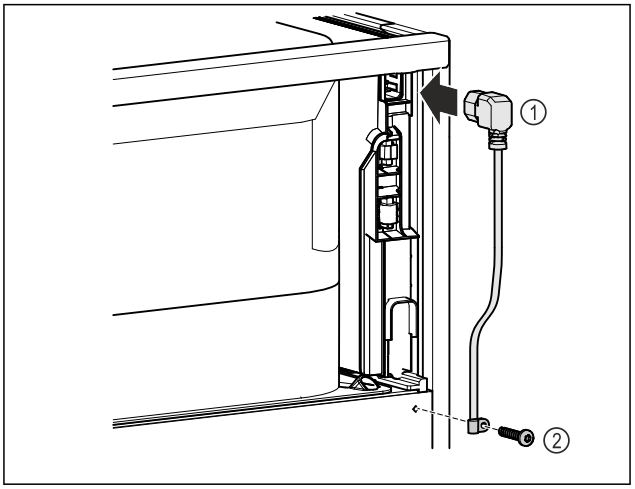

Fig. 7
▶ Netsnoer *Fig. 7 (1)* in de koudapparaatbus aan de achterkant van het apparaat steken.
▶ Trekontlasting monteren. *Fig. 7 (2)*